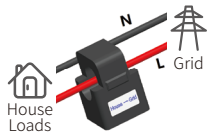

Figure 4.2-4
- **智能电表和CT连接：**确保智能电表和CT连接在家庭负载和电网之间，并遵循CT上智能电表的方向标志，见图4.2-4。